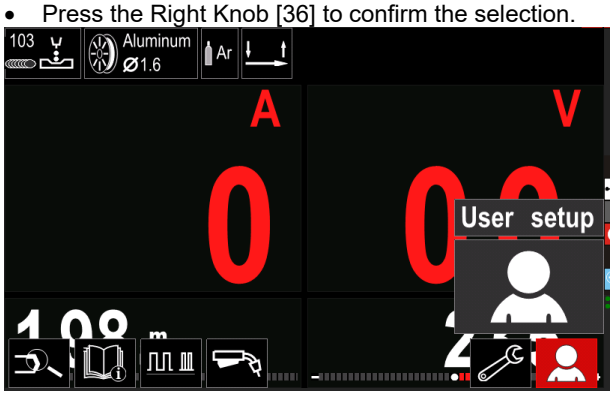

Figure 13.
- Access to the User Setup (see the Figure 13).